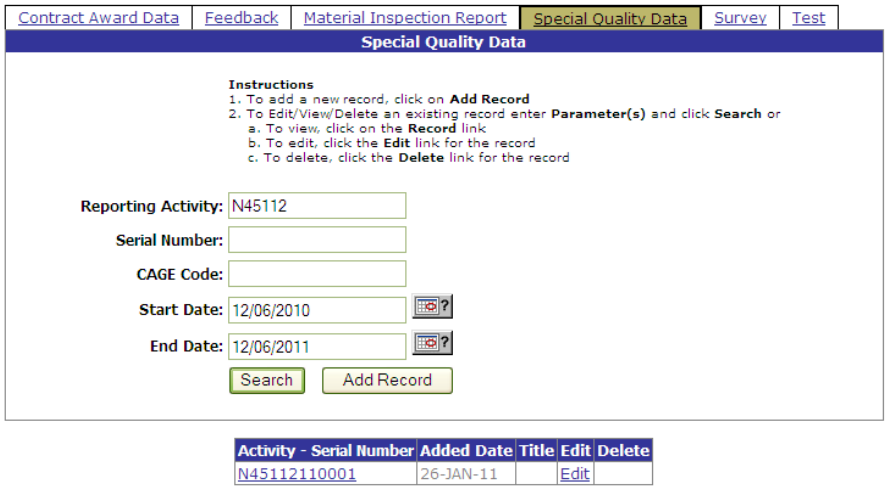
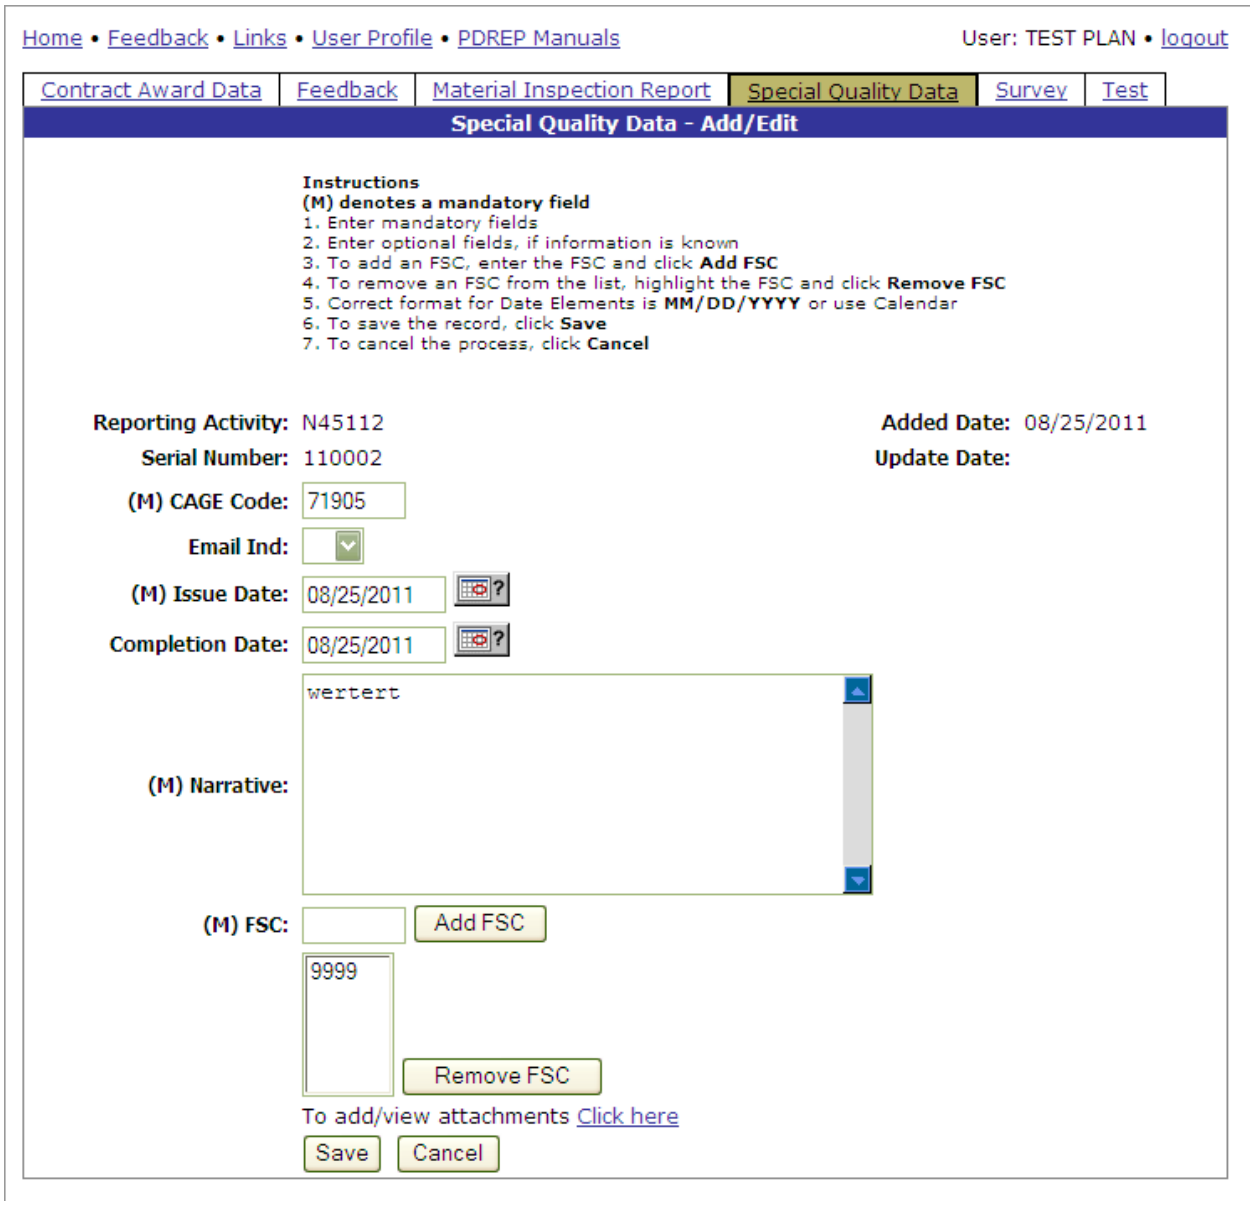
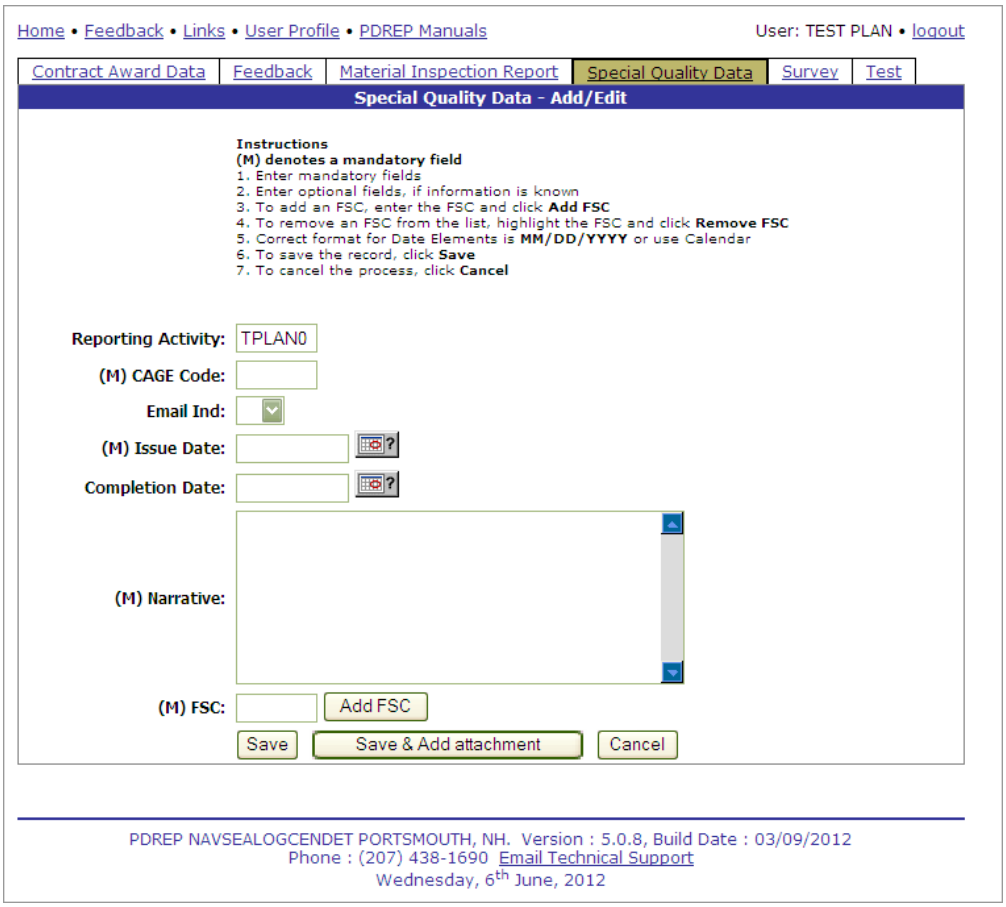

Figure 5.3
Figure 5.5
Figure 5.6
d. Click the Search button. The results of the search will display below the Search button as shown in Figure 5.3.
a. To edit an existing Special Quality Data Record, the user should follow the search procedures in Section 5.1 to locate a specific record. Once the record is located, click the Edit link (Figure 5.3) for the record of interest. The user is then directed to the existing Test – Add/Edit form where the fields have been pre-populated (Figure 5.5).
b. To add a new Special Quality Data record, from the Special Quality Data form (Figure 5.3), click the Add Record button. The Special Quality Data – Add/Edit form displays (Figure 5.6).
a. To delete an existing Special Quality Data, the user should follow the search procedures in Section 5.1. Once the record is located, click the Delete link in the Delete column of the results for the record of interest (Figure 5.3). Note that deleting records is only possible for records which the user has permissions for and is based on their user profile.